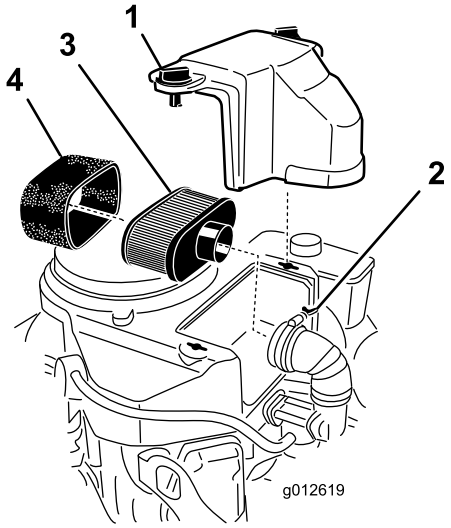

Figura 42
3. Limpie alrededor del limpiador de aire de forma que la suciedad no penetre en el motor y cause daños (Figura 42).
4. Desenrosque los pomos de la cubierta y retire la cubierta del limpiador de aire (Figura 42).
5. Desatornille la abrazadera y retire el conjunto del limpiador de aire (Figura 42).
6. Retire cuidadosamente el filtro de gomaespuma del filtro de papel (Figura 42).
1. Limpie el elemento de papel golpeándolo suavemente para eliminar el polvo. Si está muy sucio, cambie el elemento de papel por uno nuevo (Figura 42).
1. Deslice cuidadosamente el filtro de gomaespuma sobre el filtro de papel (Figura 42).
2. Coloque el conjunto del limpiador de aire sobre su base o manguera y sujételo con la abrazadera (Figura 42).
3. Coloque en su posición la cubierta del limpiador de aire y apriete el pomo de la cubierta (Figura 42).